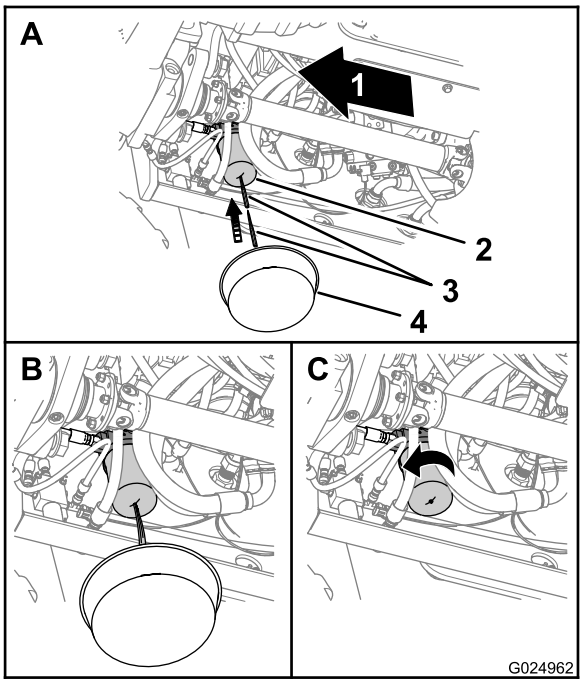

Figura 96
1. Coloque un recipiente de drenaje debajo del filtro de aceite de la transmisión (Figura 96).
2. Perfore la parte inferior del filtro de la transmisión, y deje que se drene el aceite hidráulico residual en el recipiente de vaciado (Figura 96).
3. Retire el filtro de la transmisión con una llave para filtros y deseche el filtro (Figura 96).
6. Instale el filtro nuevo con la mano y apriete el filtro 1/2 a 3/4 de vuelta más después de que entre en contacto con el cabezal del filtro (Figura 96).